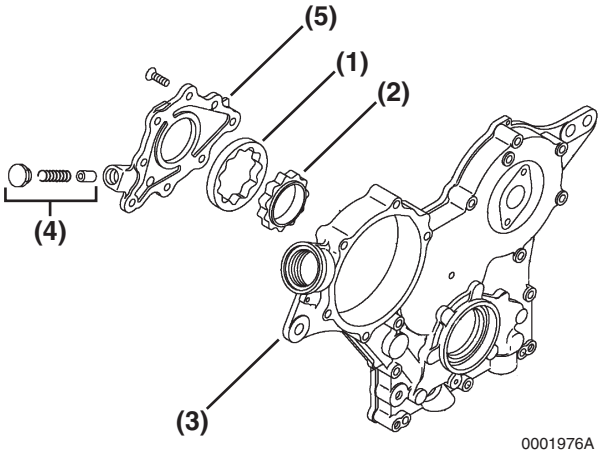

Figure 9-11
1. Lubricate the outer rotor **(Figure 9-11, (1))**, inner rotor **(Figure 9-11, (2))** and pump bore in the gear case cover **(Figure 9-11, (3))** with clean engine oil.
4. Reinstall the oil pressure regulator valve **(Figure 9-11, (4))** into the oil pump cover **(Figure 9-11, (5))**. Apply LOCTITE® 242 (red) to the valve plug, following the manufacturer's instructions.
5. Reinstall the oil pump cover **(Figure 9-11, (5))**. Apply LOCTITE 290 (green) or LOCTITE 262 (red) to the oil pump cover screws. Tighten the pump cover screws to 52 - 70 in·lb (5.9 - 7.9 N·m, 0.6 - 7.9 kgf·m).